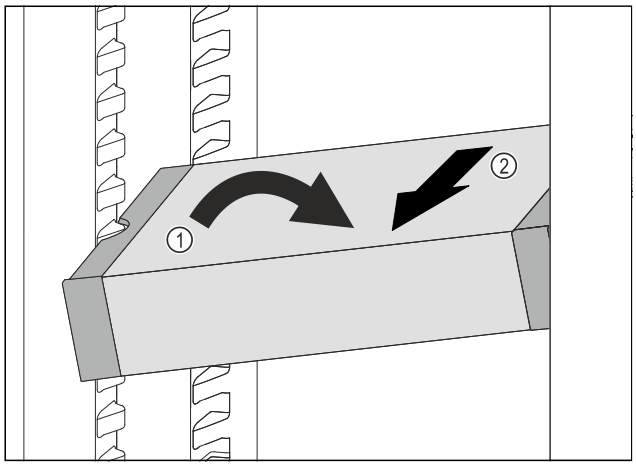

Fig. 117
▶ Set VarioSafe in refrigerator compartment at an angle. *Fig. 117 (1)*
▶ Take VarioSafe out to the front. *Fig. 117 (2)*